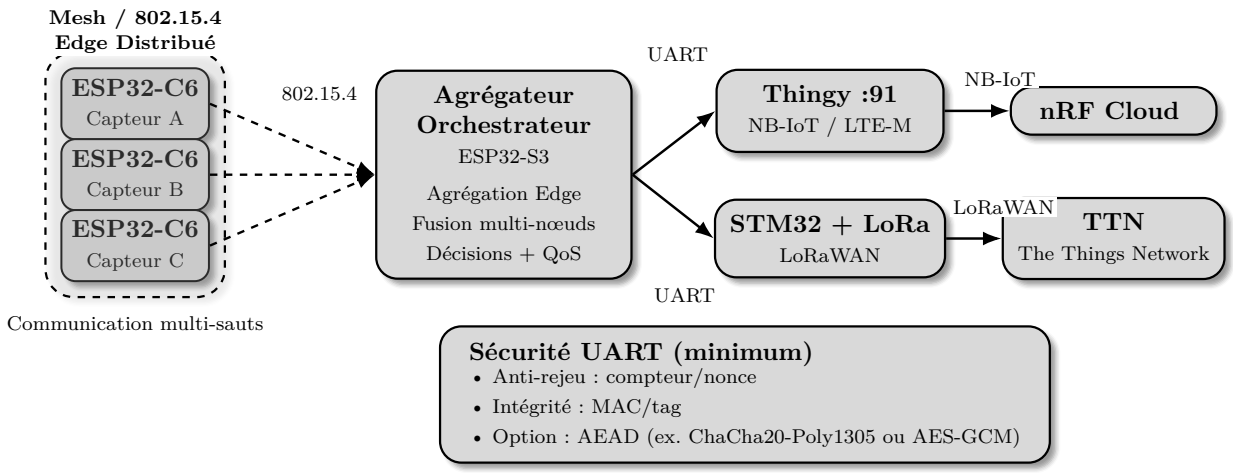

FIGURE 1 – Architecture du parcours capteurs : réseau IoT (ESP32-C6) avec agrégation sur passerelle (ESP32-S3) et remontée vers le cloud via NB-IoT ou LoRaWAN.
- **Parcours capteurs / communication IoT** (Figure 1) :